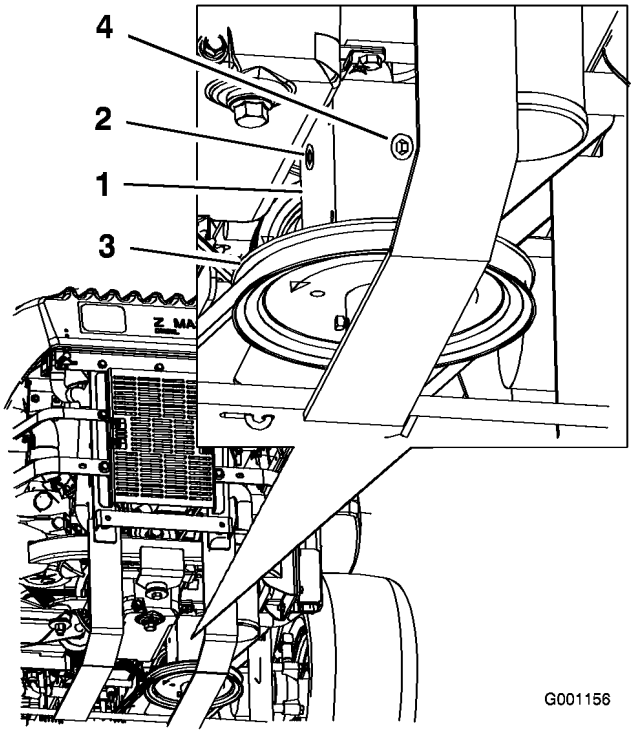

Figur 52
4. Fjern proppen på siden af eller bag på gearkassen. (Figur 52).